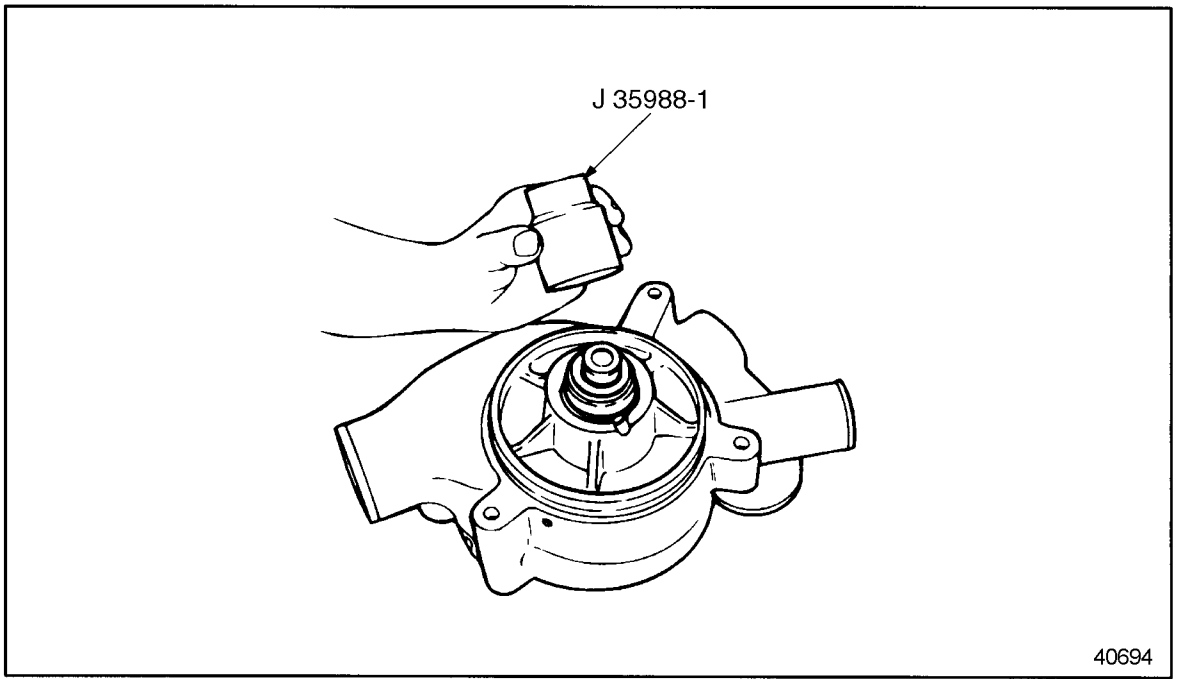

Figure 4-23 Drive Shaft Installation (GCM)
8. Place the large end of tool J 35988-1, part of tool set J 35988-D, over the drive shaft so that the lip of the tool rests squarely on the outer bearing race. See Figure 4-23.